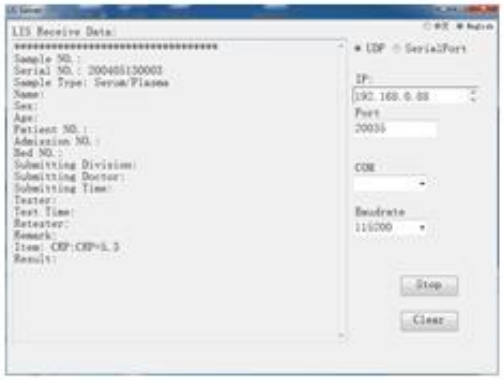

Rysunek 6.19
4) Po zakończeniu pomiaru przez aparat wyniki testu zostaną automatycznie przesłane do oprogramowania do odbierania danych z komputera. Jeśli użytkownik nie wprowadził szczegółowych informacji, takich jak nazwa i typ próbki, na Immunofluorescyjnym Analizatorze Weterynaryjnym, pozostaną one puste na terminalu komputerowym (patrz rys. 6.19). LUB: